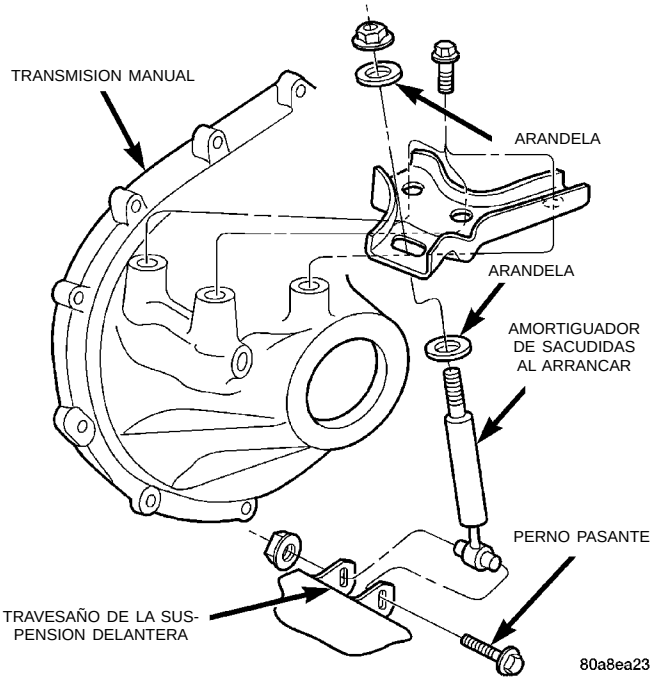

Fig. 17 Amortiguador de sacudidas al arrancar
(1) Retire el perno pasante y la tuerca del travesaño de la suspensión delantera (Fig. 17).